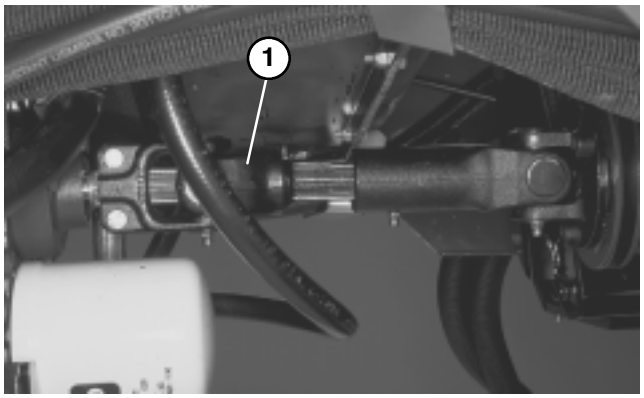

Figure 29
TOWING TRACTION UNIT (Fig. 29 & 30)
1. Loosen and remove capscrews securing the drive shaft to the engine drive coupler. Loosen capscrews clamping drive shaft to transmission (Fig. 29). Remove drive shaft.
5. When towing is completed, reinstall driveshaft as shown in figure 29. The splines are designed to allow assembly only when the two halves of the shaft are properly oriented.